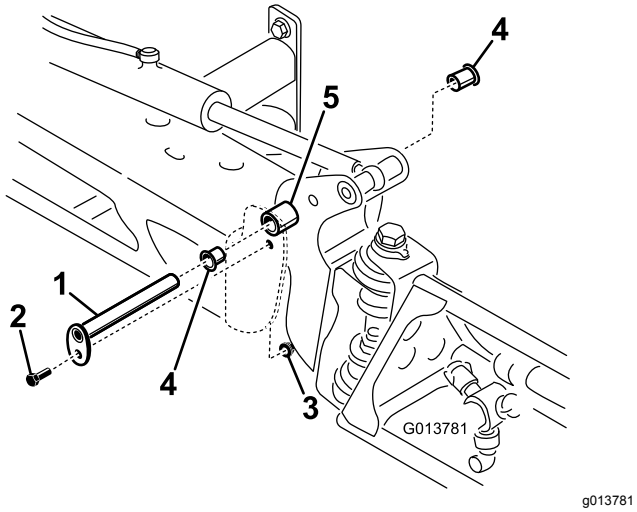

Figur 98
3. Når bommens vægt er understøttet, kan du fjerne den bolt og møtrik, der fastholder drejetappen på bommen (Figur 98).
4. Fjern drejetappen (Figur 98).
6. Fjern og efterse nylonbøsningerne fra akselbeslagets for- og bagside (Figur 98).
8. Monter bommen og akselbeslaget på midterstellet, og tilpas åbningerne (Figur 98).